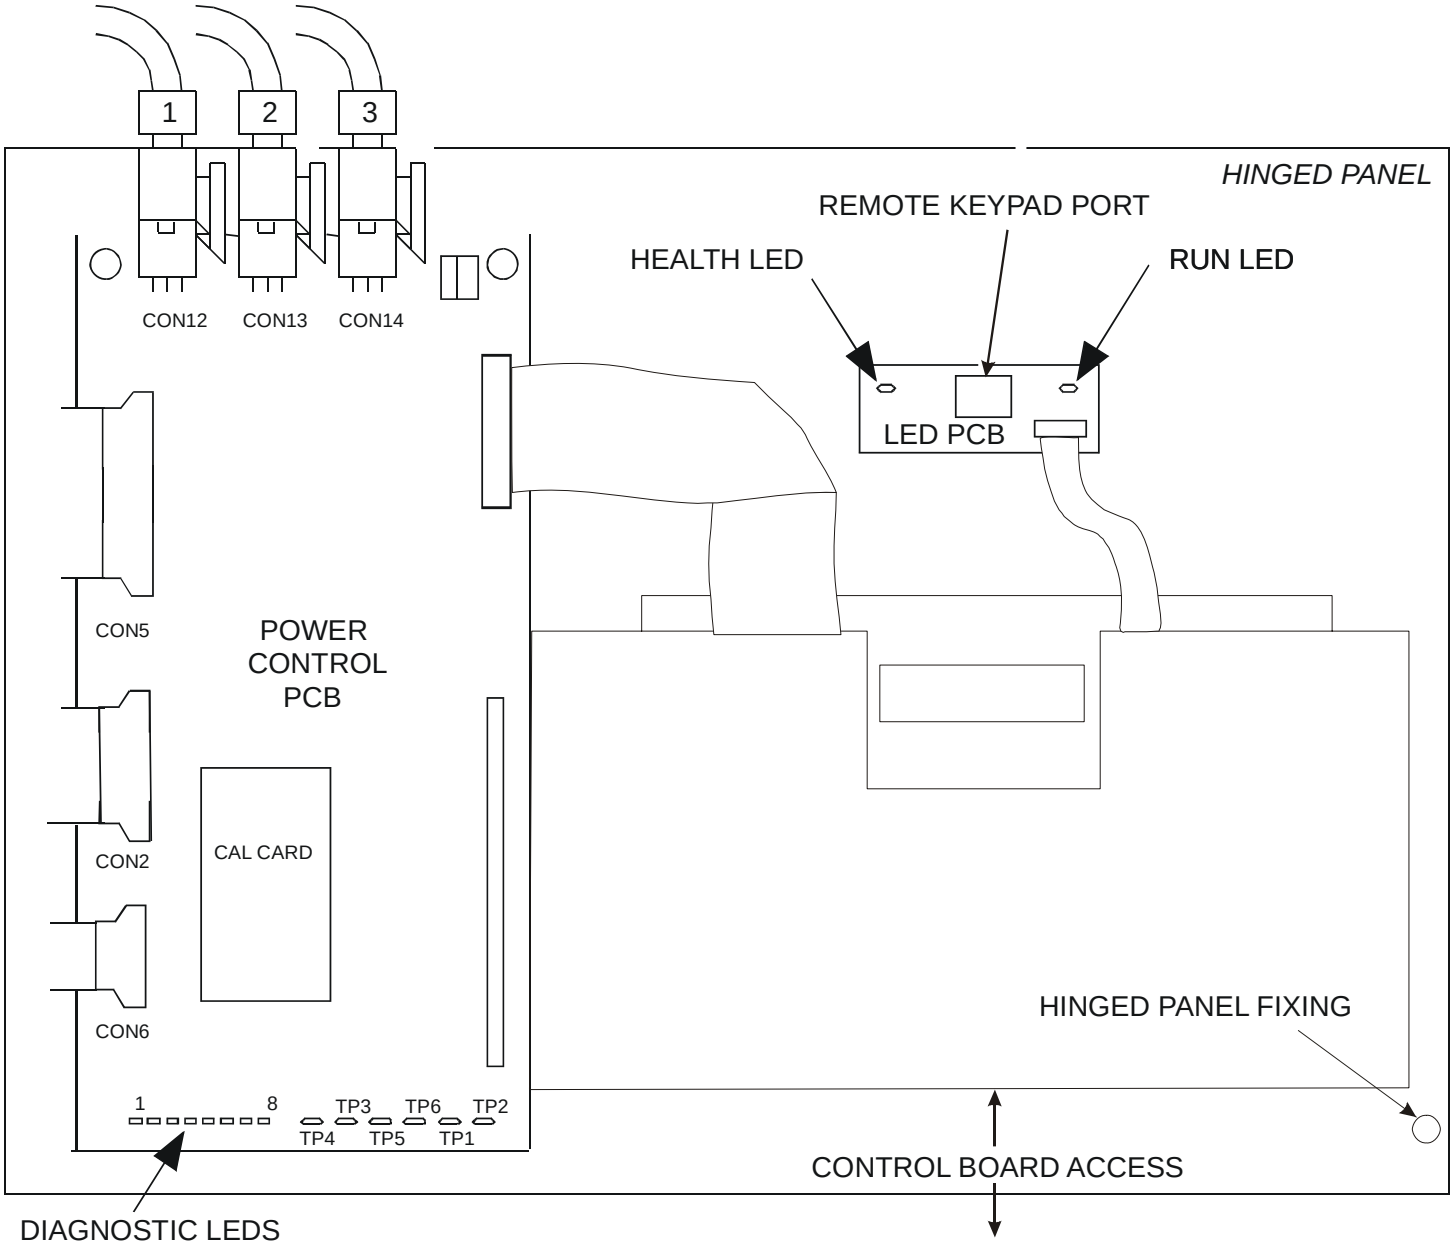

Figure 10.1 View under the Lower Terminal Cover
3. It is now possible to view the power control PCB and Cal Card as shown in figure 10.1.
1. Follow steps 1 to 3 of procedure ‘Power Control PCB and CALIBRATION Card Replacement’. Release hinged panel fixing - 1 off ¼ turn fastener as shown in Figure 10.1.
4. Re-fit hinged panel and ¼ turn fastener as shown in figure 10.1.
6. Re-connect 4-way op-station cable to LED PCB (see figure 10.1).
2. Disconnect 4-way op-station cable from LED PCB (see figure 10.1).
4. Release hinged panel fixing - 1 off ¼ turn fastener as shown in figure 10.1.
7. Re-fit hinged panel and ¼ turn fastener as shown in figure 10.1.
9. Re-connect 4-way op-station cable to LED PCB (see figure 10.1).
5. Release hinged panel fixing - 1 off ¼ turn fastener as shown in figure 10.1.
12. Re-connect 4-way op-station cable to LED PCB (see figure 10.1).